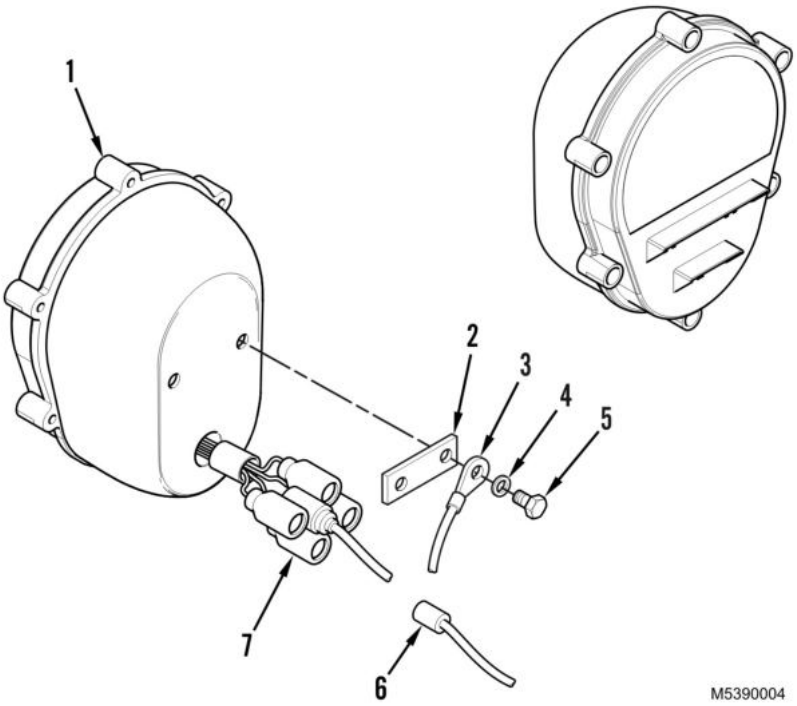

Figure 3. Taillight with LED Removal and Installation.
2. Disconnect four connectors (Figure 3, Item 7) from wiring harness connectors (Figure 3, Item 6).
3. Remove two bolts (Figure 3, Item 5), washers (Figure 3, Item 4), ground wire (Figure 3, Item 3), and plate (Figure 3, Item 2) from housing (Figure 3, Item 1).
4. Remove housing (Figure 3, Item 1) from cargo body.
1. Position housing (Figure 3, Item 1) on cargo body.
2. Install plate (Figure 3, Item 2), ground wire (Figure 3, Item 3), two washers (Figure 3, Item 4), and bolts (Figure 3, Item 5) on housing (Figure 3, Item 1).
3. Connect four connectors (Figure 3, Item 7) to wiring harness connectors (Figure 3, Item 6).